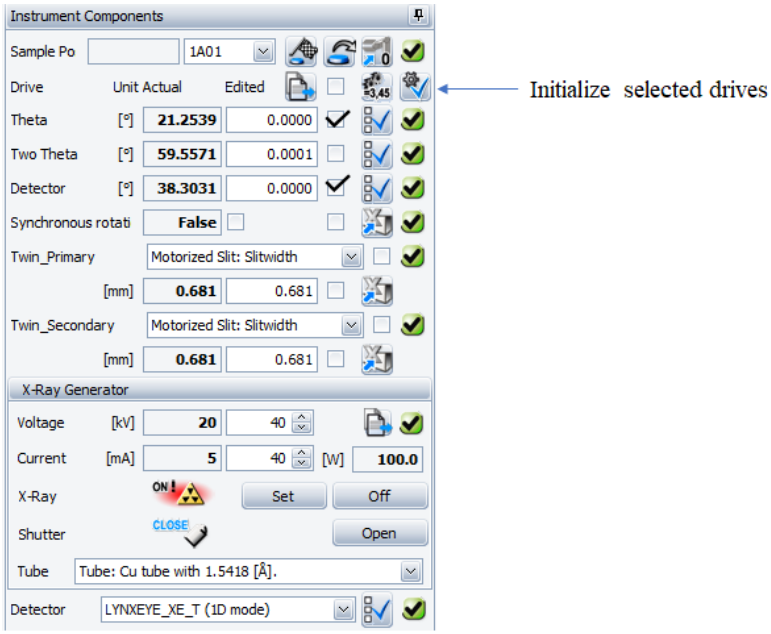

Figure 6. Initialize Selected Drives
10. Before the instrument can be used, the instrument control drives must be initialized. To initialize drives, put a check mark next to Theta and Detector, in the Instrument Component Parameters box indicated in Figure 6.